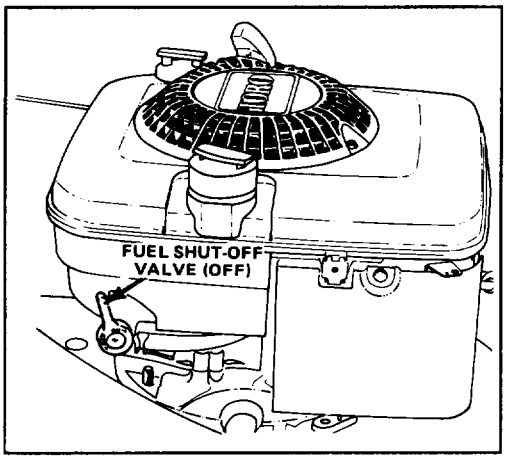

Figure 17
2. Turn the fuel shut-off valve to the OFF position (Fig. 17).